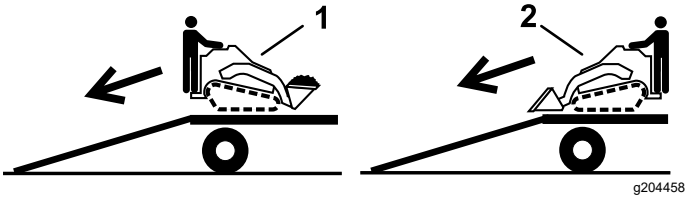

Figur 30
2. Lasta av maskinen från släpet med den tunga änden riktad uppför rampen och håll lasten nära marken (Figur 30).